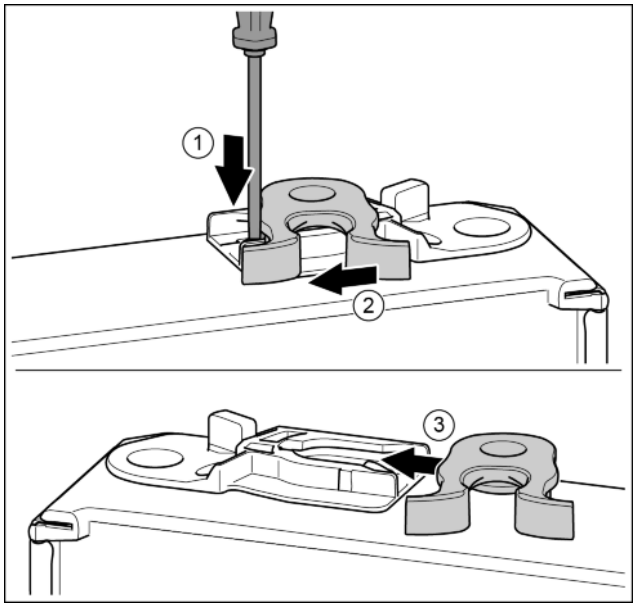

Fig. 19
- ▶ Нажать накладку шлицевой отверткой вниз. *Fig. 19 (1)*
- ▶ Запорный крючок вывести из направляющей. *Fig. 19 (2)*
- ▶ Запорный крючок вставить в направляющую с другой стороны. *Fig. 19 (3)*